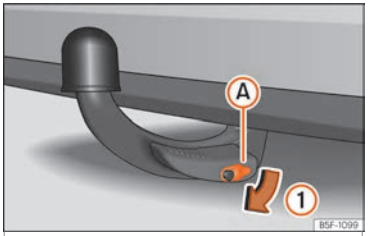

Fig. 259 Retirar a tampa da fechadura
- Retirar a tampa Ⓐ da fechadura no sentido da seta ① ››› Fig. 259.